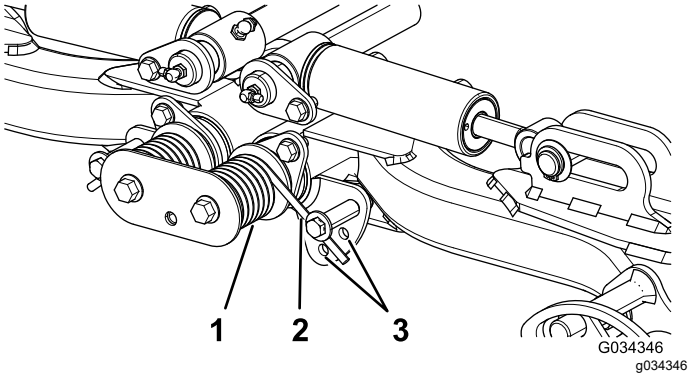

Figur 34
2. Sätt i ett rör eller liknande i den långa fjäderänden för att minska fjädrarnas spänning under justeringen (Figur 34).
3. När du minskar fjädrarnas spänning ska du ta bort skruven och låsmuttern som håller fast fjäderdonet på fästet (Figur 34).